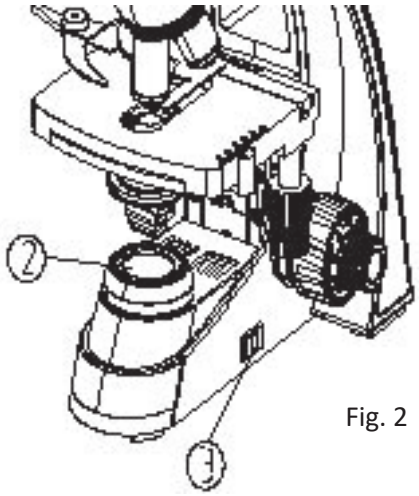

Fig. 2
- Al trabajar la superficie y alrededores de la torreta ② se caliente excesivamente asegúrese de que tenga espacio suficiente para disipar el calor. (fig. 2)
- Por su seguridad asegúrese que el interruptor de corriente ③ este ¨0¨ (apagado) antes de cambiar el fusible o lámpara, espere a que se enfríe la lámpara antes de que la cambie (fig. 2) **Nota: Solo use lámparas LED de 3W.**